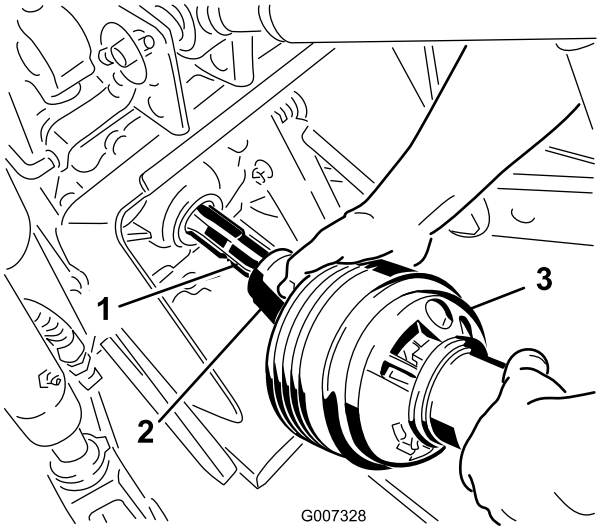

Rysunek 21
3. Podłącz wałek sprzęgający do wału odbioru mocy traktora (Rysunek 21).